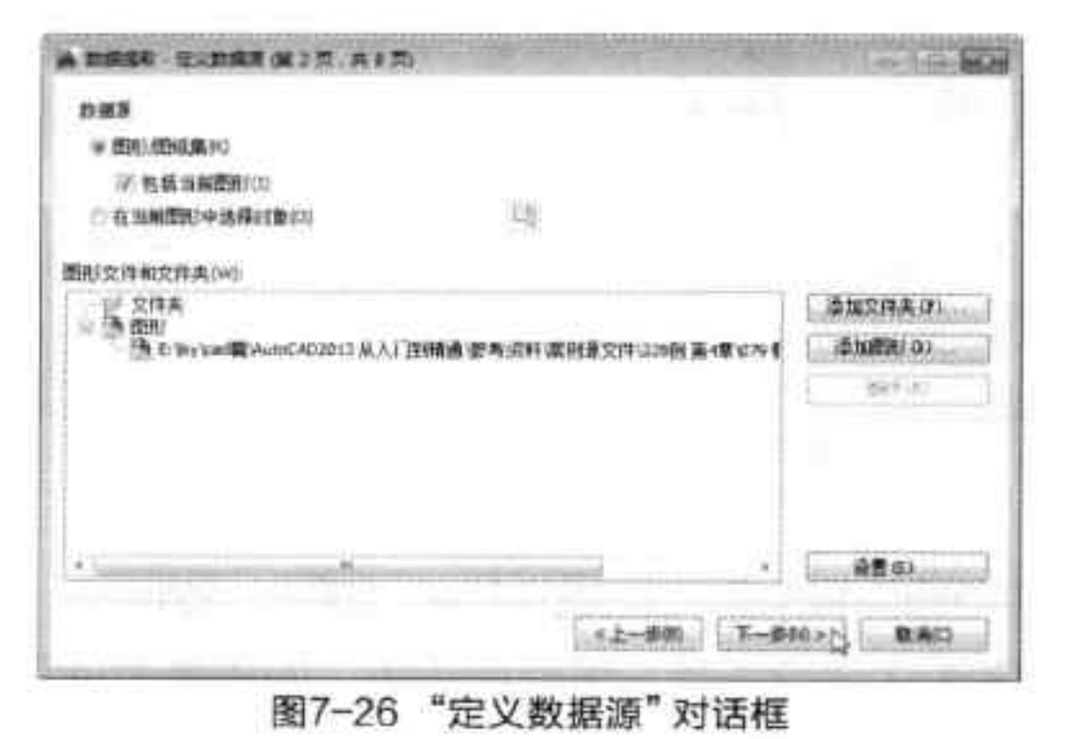

图7-26 “定义数据源”对话框
Step 03 设置保存路径及保存名称，单击“保存”按钮。在“定义数据源”对话框中，勾选“图形/图纸集”单选按钮和“包括当前图形”复选框，单击“下一步”按钮，如图7-26所示。